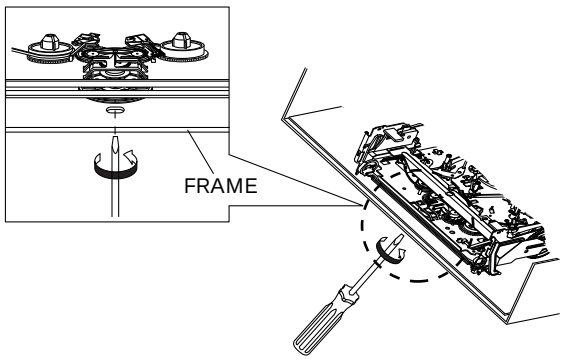

Fig. 1-33
3) When Slider S, T are approached in the position of unloading, rotate holder Clutch counterclockwise after inserting screw driver in the hole of frame's bottom in order to wind the unwounded tape. (Refer to Fig. 1-33)